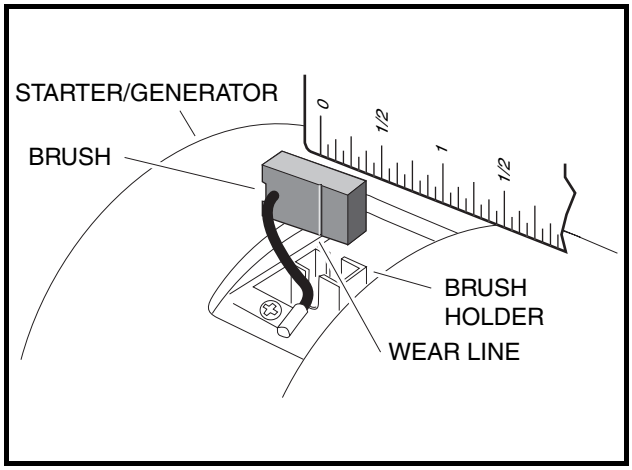

Figure 12-4 Inspect Brushes
2. Check the wear line on the side of the brush. If the end of the brush is within 1/16 inch (1.6 mm) of the wear line, replace all four brushes **(Figure 12-4, Page 12-3).**